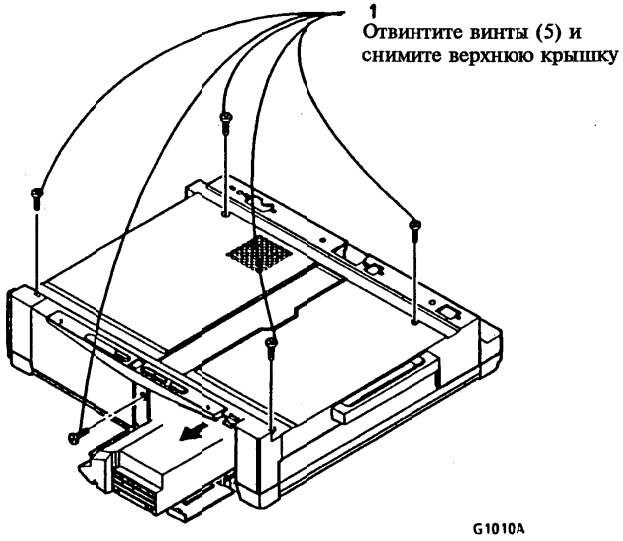

Рисунок 1. Снятие верхней крышки
2. (Рисунок 1): Снимите верхнюю крышку.